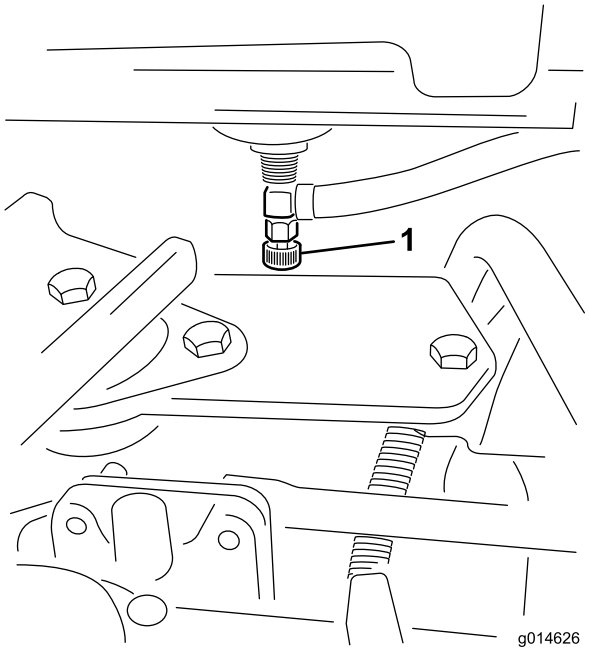

Figur 47
1. Stäng bränslekranen (Figur 47) under bränsletanken.